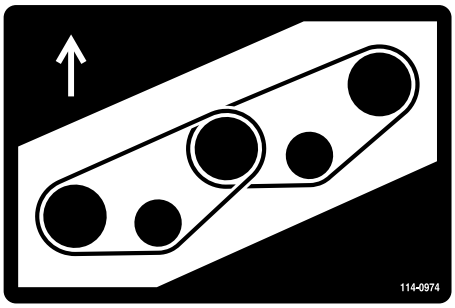
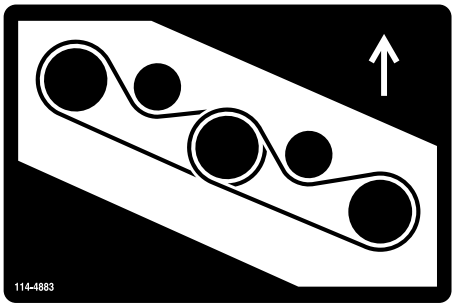

**Figur 131**
**Figur 132**
7. Før den nye rem rundt om spindelremskiverne og styreremskiven (Figur 131 og Figur 132).